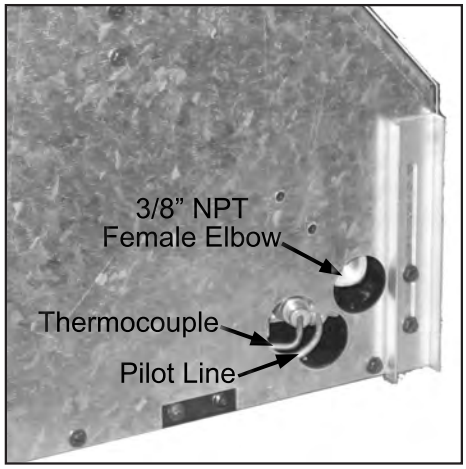

Figure 53: ⅜" NPT female elbow.
• A ⅜" NPT male pipe will have to be turned into the ⅜" NPT female elbow at the lower right side rear of this fireplace (see Figure 53). Consult the local authorities for local codes or use the CAN/CGA B149 (1 or 2) installation code in Canada. In the US, gas installations follow either local codes or the current edition of the National Fuel Gas Code ANSI Z223.1.
3. Only if installing Adjustable Surround with dimensions within the ranges in Table 1: Slide one mounting bracket back into the inner wide slot, shown in Figure 53, of the left and right trim sides and slide two (2) into the top trim.